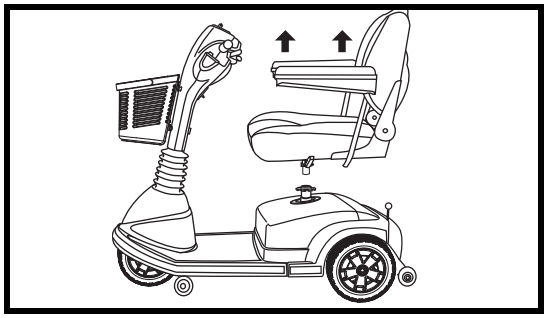

Figure 16. Seat Removal
2. Lift the seat straight up and off the scooter. **See figure 16.**